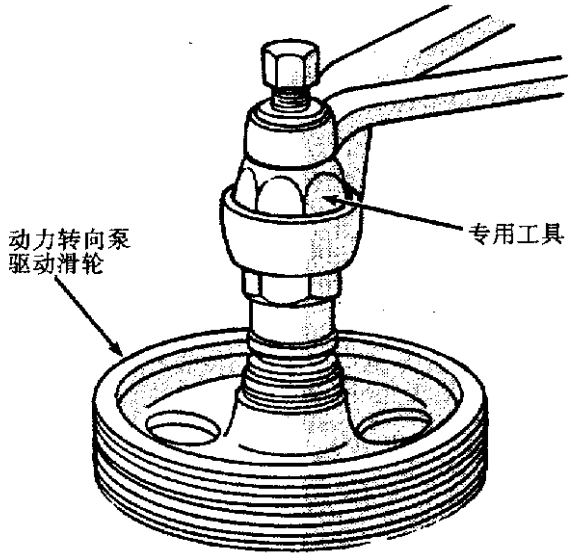

图 9－15　滑轮安装
②提高动力转向管上的绝缘壳，露出软管与钢管的连接。从附于前悬架钢管上的回油管的橡胶部分移开管夹(见图 9－4)。从钢管上拆下橡胶管，将泵里的油排出。
③从动力转向高压油管接头上拆下高压油管(见图 9－5)，从软管中排出多余的油。
④从动力转向泵上拆下高压管接头/流量控制阀，取下 O 形圈。
①在压力管接头/流控阀上装上 O 形密封圈，将 O 形环浸入动力转向油中。
②在动力转向泵上安装压力套筒/流控阀，扭紧，扭矩值为 75N·m。
③在压力套筒/流控阀上装上动力转向液压软管，使扭矩值为 34N·m。
④在前悬架的钢管上装上橡胶软管。
⑤注油到动力转向系统至正常值。